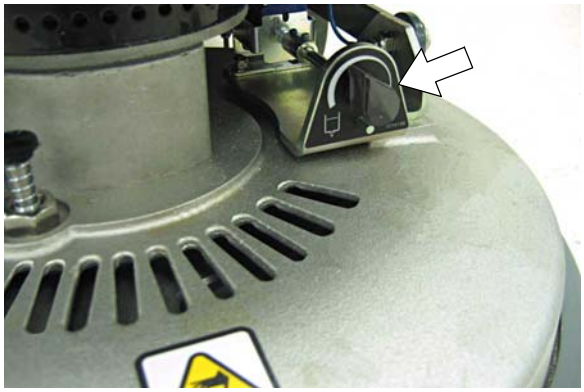

AFB. 20
5. Zet de regelknop voor vloeistoftoevoer op het gewenste niveau (afbeelding 20).